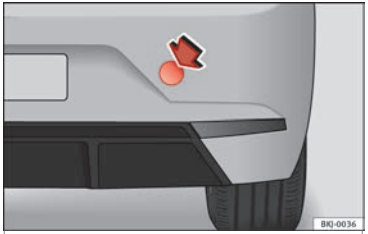

Fig. 110 Parte derecha del parachoques trasero: tapa-cubierta.
– Para abrir la tapa, presione la parte superior derecha de la misma ››› fig. 110.